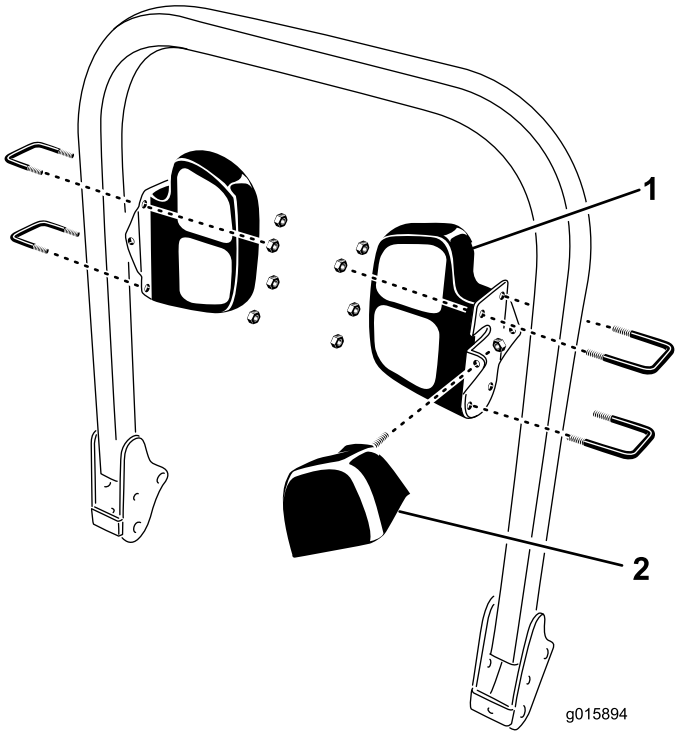

Figure 8
Montez chaque support d'éclairage à l'intérieur de la structure ROPS avec (2) étriers filetés et (2) contre-écrous (3/8–16) dans la position illustrée à la Figure 8. Le verre noir doit être orienté vers l'avant de la machine. Serrez les contre-écrous uniformément pour ne pas déformer les support des éclairages.